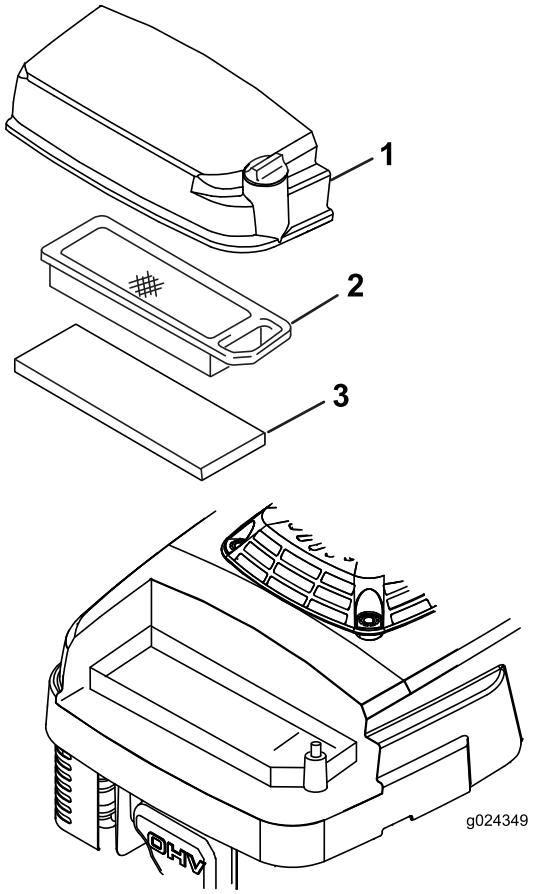

Figuur 19
3. Draai de schroef van het luchtfilterdeksel los (Figuur 19).
5. Verwijder en controleer het papieren luchtfilterelement (Figuur 19) en vervang het als het erg vuil is.
6. Verwijder het schuimelement (Figuur 19) en was dit met een mild reinigingsmiddel en water. Dep het daarna droog.